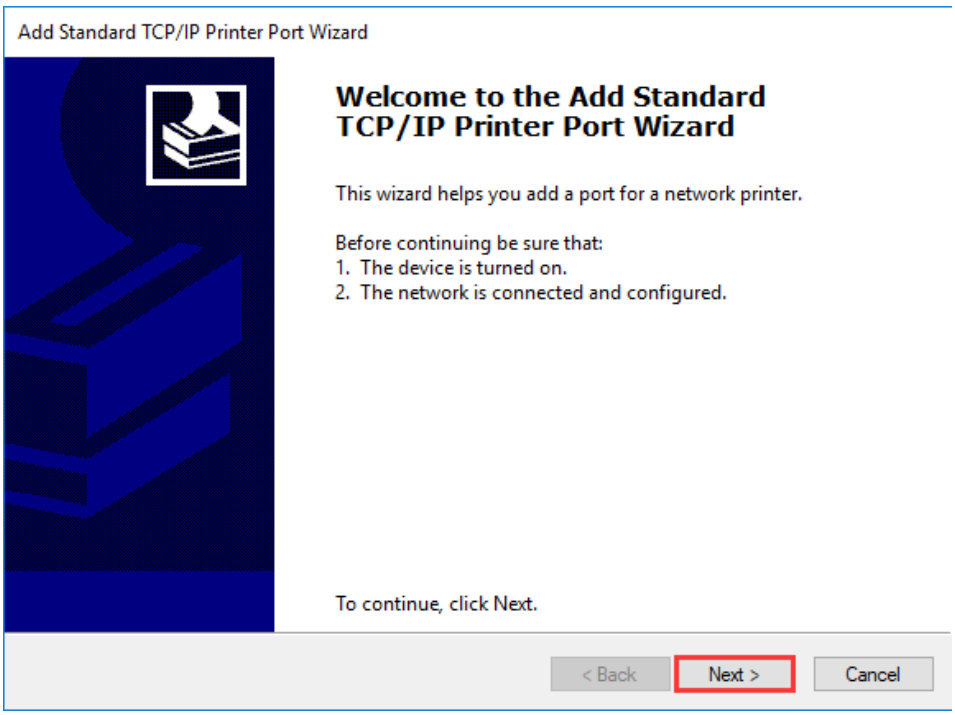

Figure 2-32 Add Standard TCP/IP Printer Port Wizard
6. The "Add Standard TCP/IP Printer Port Wizard" screen displays, click "Next", as shown in Figure 2-32.